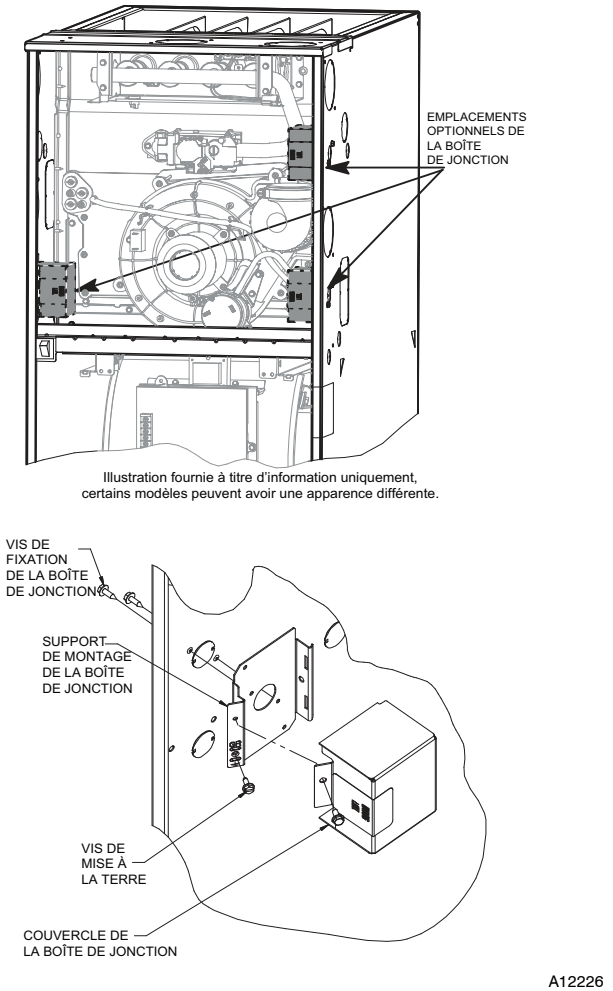

Fig. 31 - Installation de la boîte de jonction (lorsqu'utilisée)
Le couvercle de la boîte de jonction, le support de montage et les vis sont situés dans le sac de pièces détachées livré avec la chaudière. La boîte de jonction peut être posée sur le côté gauche ou droit du caisson, comme montré pour la position à tirage ascendant. Voir la Fig. 31.
Aligner le support de montage de la boîte de jonction sur l'intérieur du caisson et fixer le support à l'aide des vis. Voir la Fig. 31.
6. Raccorder la terre du site et le fil de terre installé en usine à la vis verte de mise à la terre située sur le support de montage de la boîte de jonction, comme illustré à la Fig. 31.
1. Installer le support de montage de la boîte de jonction sur la face intérieure du caisson de la chaudière. Voir la Fig. 31.
5. Raccorder la terre du site et le fil de terre installé en usine à la vis verte de mise à la terre située sur le support de montage de la boîte de jonction, comme illustré à la Fig. 31.
7. Fixer le couvercle de boîte de jonction sur le support de montage à l'aide des vis fournies dans le sac de pièces détachées. Ne pas pincer les fils entre le couvercle et le support. Voir la Fig. 31.
4. Raccorder la terre du site et le fil de terre installé en usine à la vis verte de mise à la terre située sur le support de montage de la boîte de jonction, comme illustré à la Fig. 31.